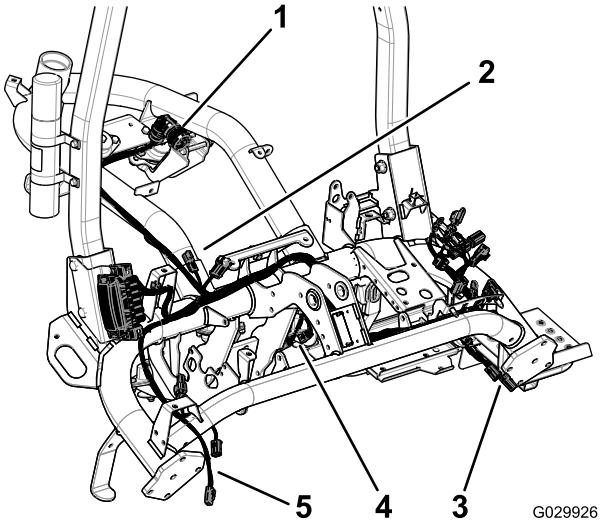

Figura 8
10. Ligue os terminais adequados aos motores dos cilindros (Figura 8).